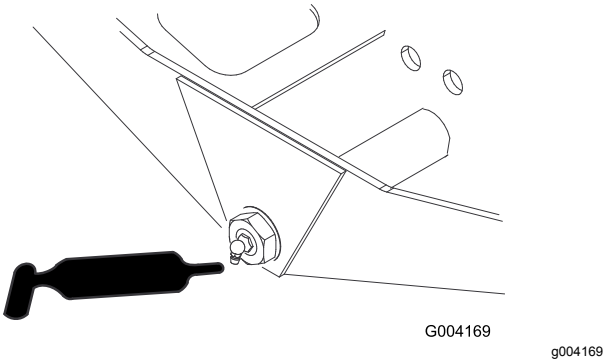

Figur 41
- Akselstyringsdreietapp (1) (Figur 41)